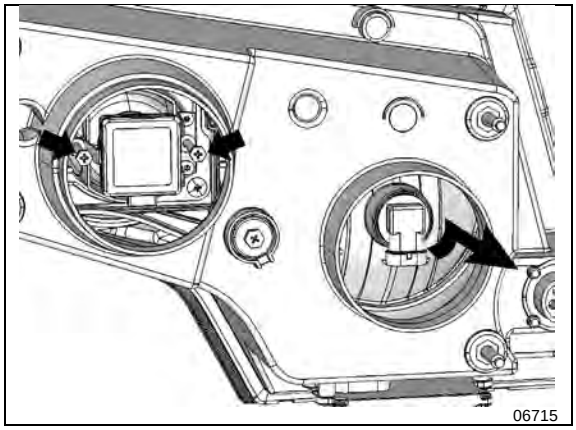

FIGURE 91: HEADLAMPS ASSEMBLY REAR VIEW
5. HALOGEN: turn the bulb base counterclockwise. XENON: Unscrew the Phillips head screws indicated by arrows, pull the retainer and bulb out (**FIGURE 91**).